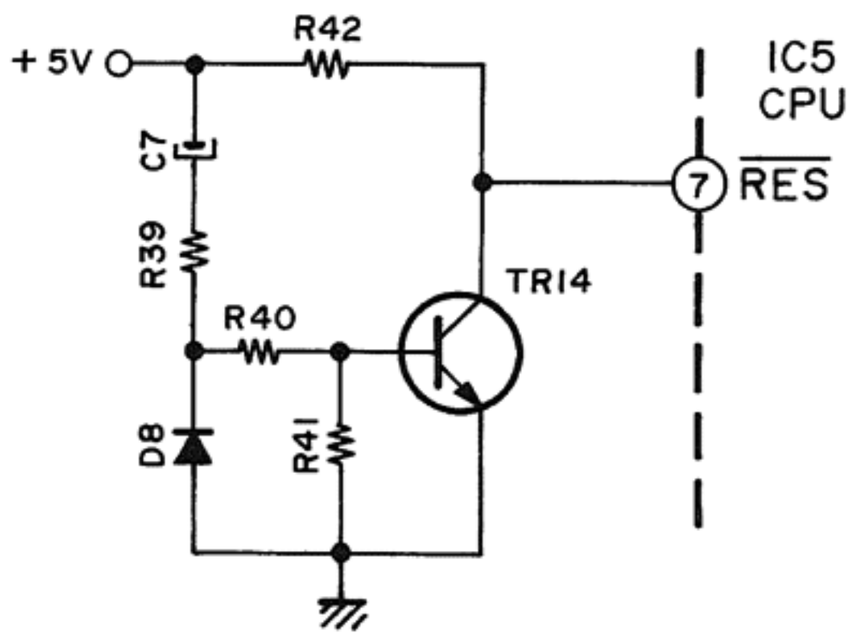
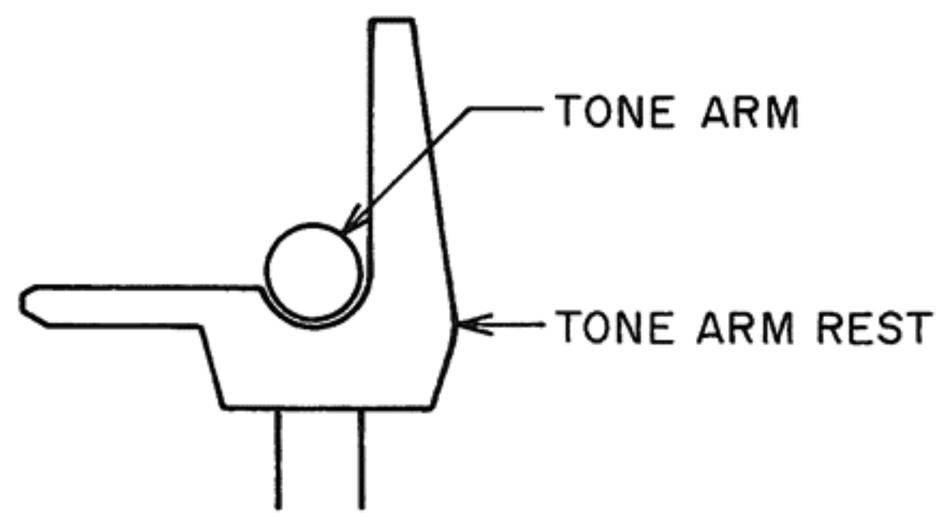

Fig. 11 Initialize
Fig. 12 Tone Arm Clamp Position
1) When TR35 is on and +5V is produced, TR14 is kept on until C7 is charged and meanwhile, when TR14 is turned on, IC5 ⑦ ($\overline{\text{RES}}$) becomes "L" and CPU (IC5) is set to "INITIALIZE". (Refer to Fig. 11).
2) When the power switch is depressed while the tone arm is not placed at the tone arm clamp position, IC5 ⑨ (REV) becomes "L" and IC5 ⑩ (FAST) becomes "H", which will return the tone arm to the "tone arm clamp position".
When IC5 ⑨ (REV) becomes "L", TR10 is turned on and, then, SW B and SW D of IC2 are turned on (Refer to Fig. 12 and 13).
4) When the tone arm is set on the arm rest (Arm position 1), the "initialize" of CPU is completed (Note) while at the same time, IC5 ⑩ becomes "L" and TR12 ON → IC2 SW A ON and R21 is connected in parallel with R20 and VR3. Consequently, the tone arm is suddenly slowed down (Reverse).